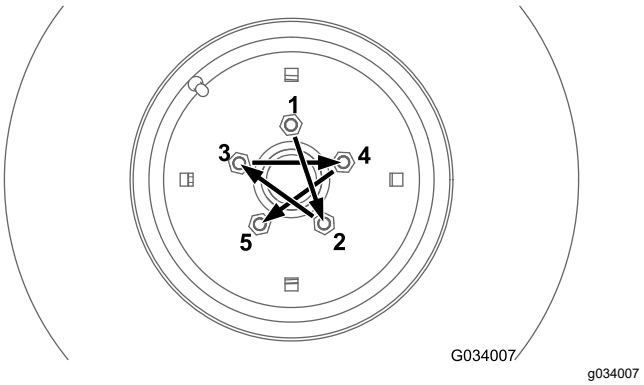
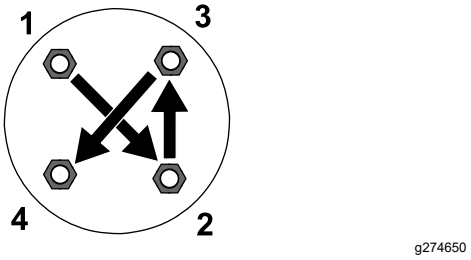

Figur 65
Figur 66
Dra åt hjulmuttrarna på fram- och bakhjulen (endast fyrhjulsdrivna maskiner) i det mönster som visas i Figur 65 och Figur 66 till angivet moment.
- Framhjul: se Figur 65
- Bakhjul (endast fyrhjulsdrivna maskiner): se Figur 66